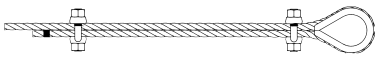

Figura 2
2. Cuando se requieran dos grapas, aplique la segunda grapa lo más cerca posible del guardacabo. Apriete las tuercas uniformemente con torquímetro, alternando hasta lograr el valor de torque recomendado. Cuando se requieran más de dos grapas, coloque la segunda grapa lo más cerca posible del guardacabo u ojo; a continuación, gire las tuercas de la segunda grapa pero no las apriete. (Ver Figura 2).